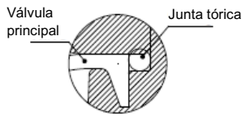

Fig. 5 - Posición de la junta tórica
- Monte la junta tórica en la ranura del cuerpo. Ver fig. 5